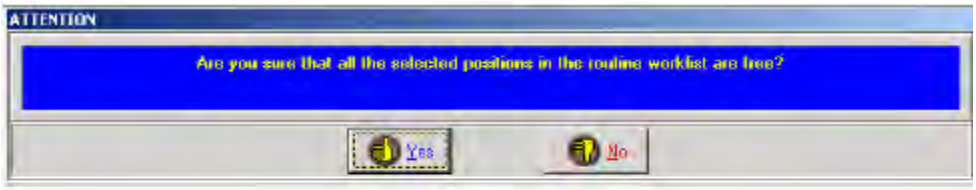

Figure 2-14b
11) A seguinte mensagem será exibida verificar que todas as posições necessárias são livres em "Bandeja atual" lista de trabalho (Fig. 2-14b).